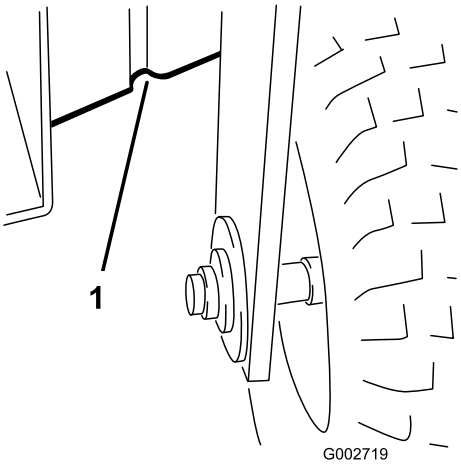

**Figur 20**
- Forrest – under stellet bag forhjulet (Figur 20).